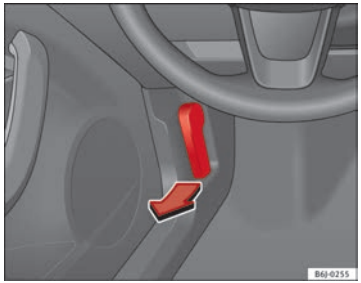

Fig. 123 Bonnet opening lever
– To release the bonnet, pull the lever under the dash panel ⇒ Fig. 123 in the direction indicated (arrow). The bonnet will be released by a spring action ⇒ ⚠.